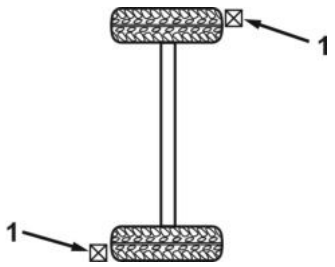

Figure 1. Chock Block Placement on Level Surface With Neither Side of Trailer Raised.
1. If trailer is parked on level surface and neither side of trailer needs to be raised, place one chock block (Figure 1, Item 1) in front of one tire, and place another chock block in back of the other tire.